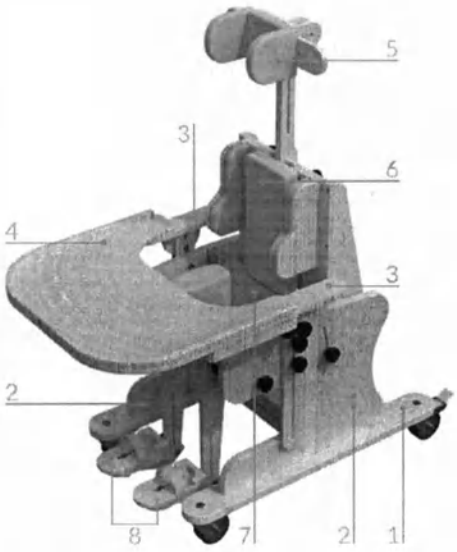

Рис. 2 – Общий вид опоры
Опора (см. рис. 2) состоит из основания на колёсах (1) и двух боковин (2), к которым крепятся подлокотники (3) со столиком (4) и ложе.